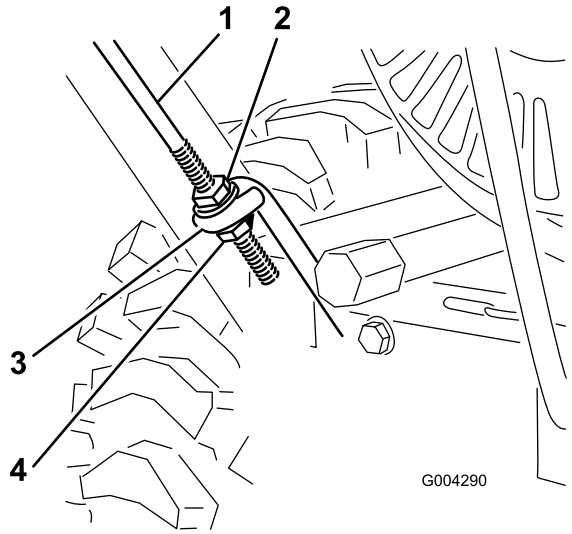

Figur 4
3. Før flensmutteren ned (ikke flenslåsemutteren) med flensen ned på trekkstaget festet til den venstre siden av håndtaket (Figur 4).
4. Sett venstre håndtak inntil siden på maskinen, og stikk enden av trekkstaget gjennom løkken i det nederste trekkstaget (Figur 4).
1. Før flenslåsemutteren (flenssiden opp) på bunnen av trekkontrollstaget, under løkken i det nedre trekkstaget (Figur 4).